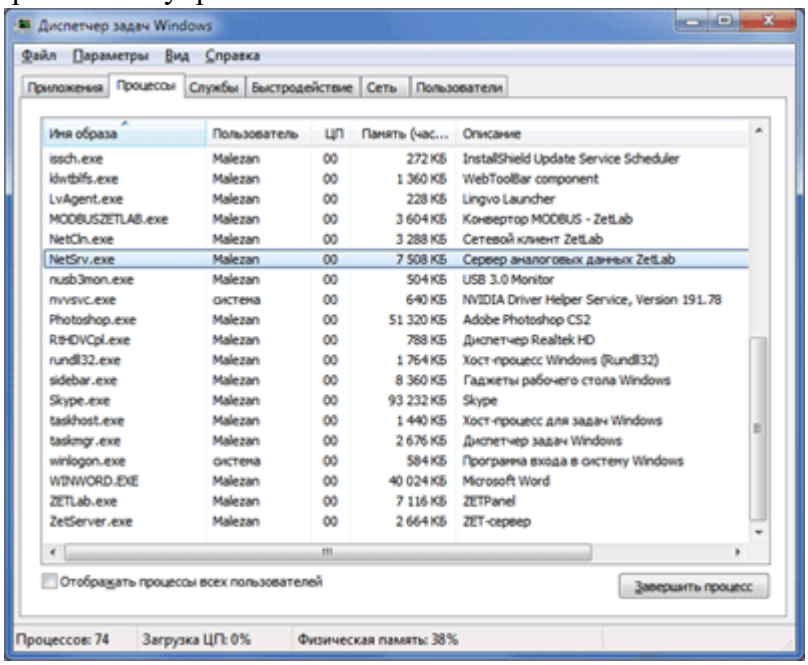

Рис. 1.4.1 Диспетчер задач Windows
3. Проверить в диспетчере задач (*Рис. 1.4.1*), что нет программ **ZETLAB**, работающих в скрытом режиме: